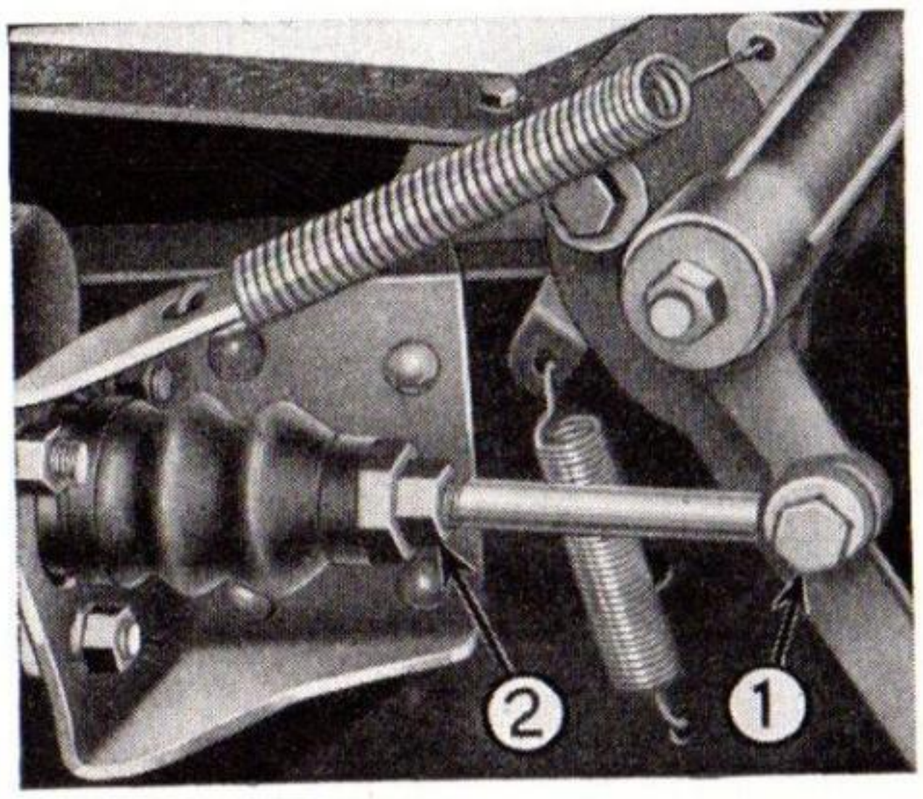

Fig. 51
BRAKE PEDAL ADJUSTMENT—Fig. 51: It is important that ¼" free movement exists in the brake pedal before the pressure stroke starts. If no play exists the fluid in the lines will not fully return to the master cylinder and dragging brakes will result. This necessary play can easily be determined by seeing that the brake pedal pad has at least ¼" movement before any pressure is felt. If no play exists, adjust by loosening lock nuts (2) on figure 51, remove clevis (1) from yoke. Remove return spring and adjust rod so that ¼" to ⅜" free pedal pad movement is obtained before any pressure is felt. Connect clevis and tighten lock nut.